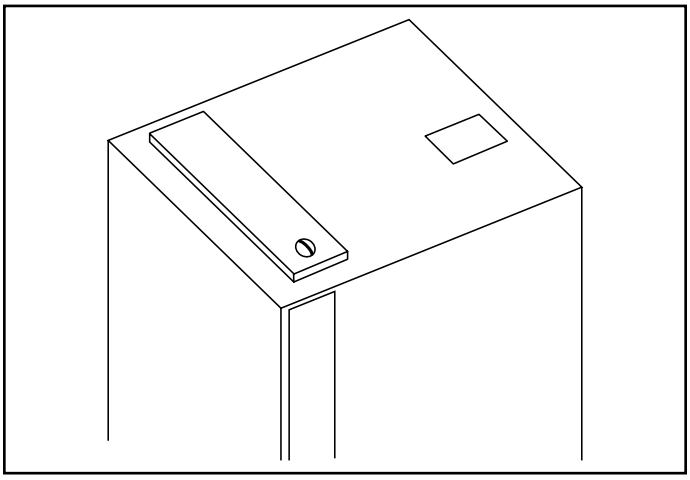

Figure 5. Secure Filter Access Panel
a. For all units except 3-ton models, position filter access panel to close off top return opening. Secure at rear using two sheet metal screws. Secure in front using knob. See Figure 5.